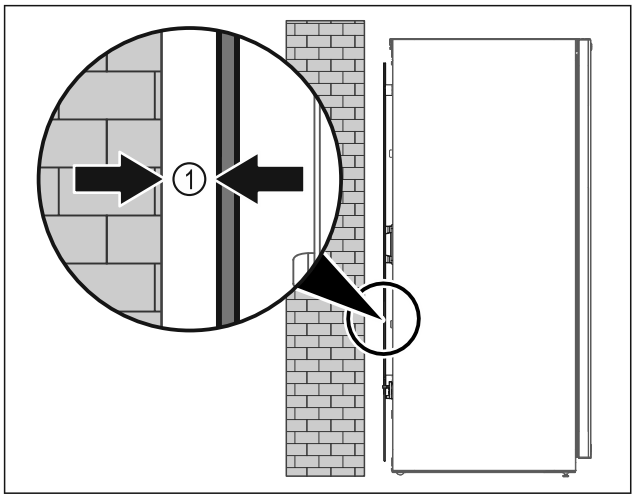

Fig. 65
▶ Instalați aparatul fie liber în încăpere sau direct la un perete cu o distanță minimă de 5 mm *Fig. 65 (1)*.